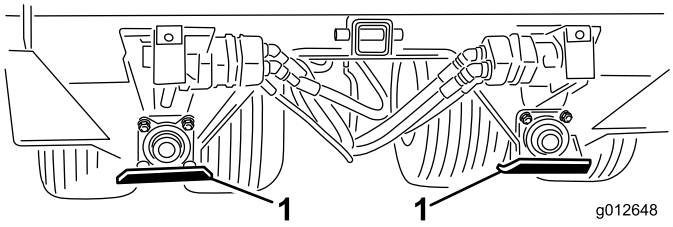

Rysunek 7
Zamocuj płozę do każdego wspornika mocującego za pomocą (2) śrub podsadzanych, płaskich podkładek i przeciwnakrętek. Ustaw płozy, jak pokazano na Rysunek 7.